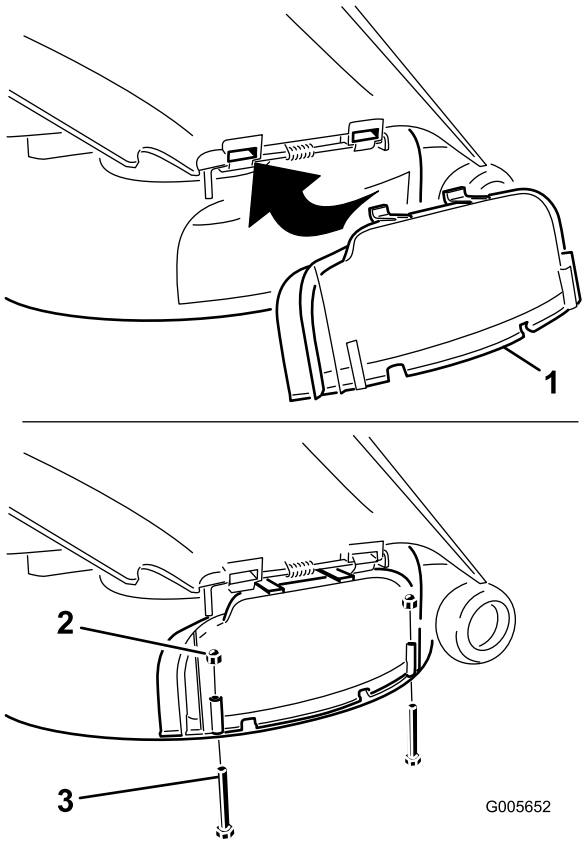

Figur 24
5. Drej udblæsningsdækslet ned mod åbningen og mod plæneklipperens nederste kant (Figur 24).
6. Fastgør udblæsningsdækslet til plæneklipperens nederste kant med to bolte (1/4 x 2-1/2 tomme) og to hættemøtrikker (1/4 tomme) som vist i Figur 24.